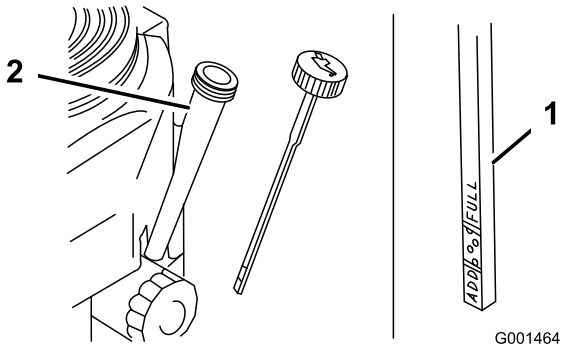

**Rysunek 16**
3. Wyczyść obszar wokół wskaźnika poziomu oleju (Rysunek 16).
4. Odkręć wskaźnik poziomu oleju i oczyść końcówkę (Rysunek 16).
5. Wsuń wskaźnik poziomu oleju do rurki wskaźnika, ale nie dokręcaj go do szyjki wlewu (Rysunek 16).
6. Wyjmij wskaźnik poziomu oleju i sprawdź końcówkę. Poziom oleju powinien mieścić się pomiędzy oznaczeniami poziomu maksymalnego i wymagającego uzupełnienia (Rysunek 16).